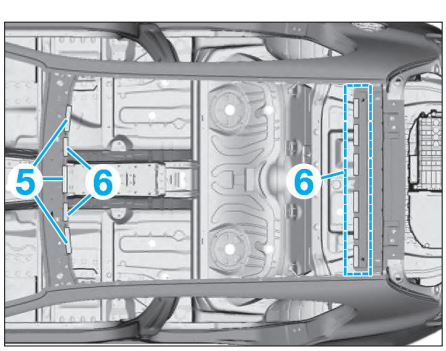

FIG. 23
• Défaire les cordons de colle (5) et de mastic (6) **(Fig.23)**.
• Apposer des cordon de colle (5) et de mastic (6) **(Fig.23)**.